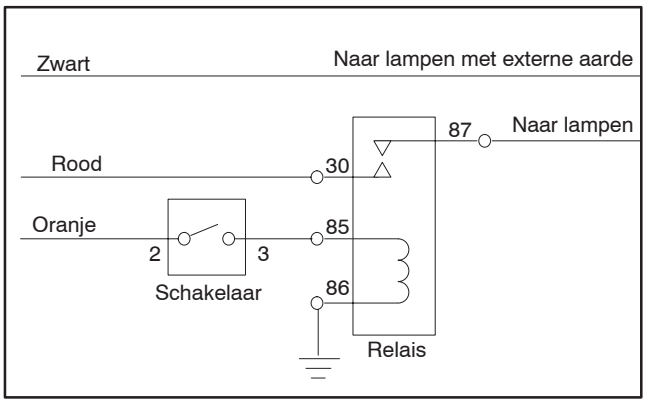

**Figuur 69**
**Belangrijk** Indien de tractie-eenheid wordt voorzien van een optionele verlichting, moet u gebruik maken van het schema in Figuur 69 en de onderstaande onderdelen om schade aan het elektrische systeem van de tractie-eenheid te voorkomen.